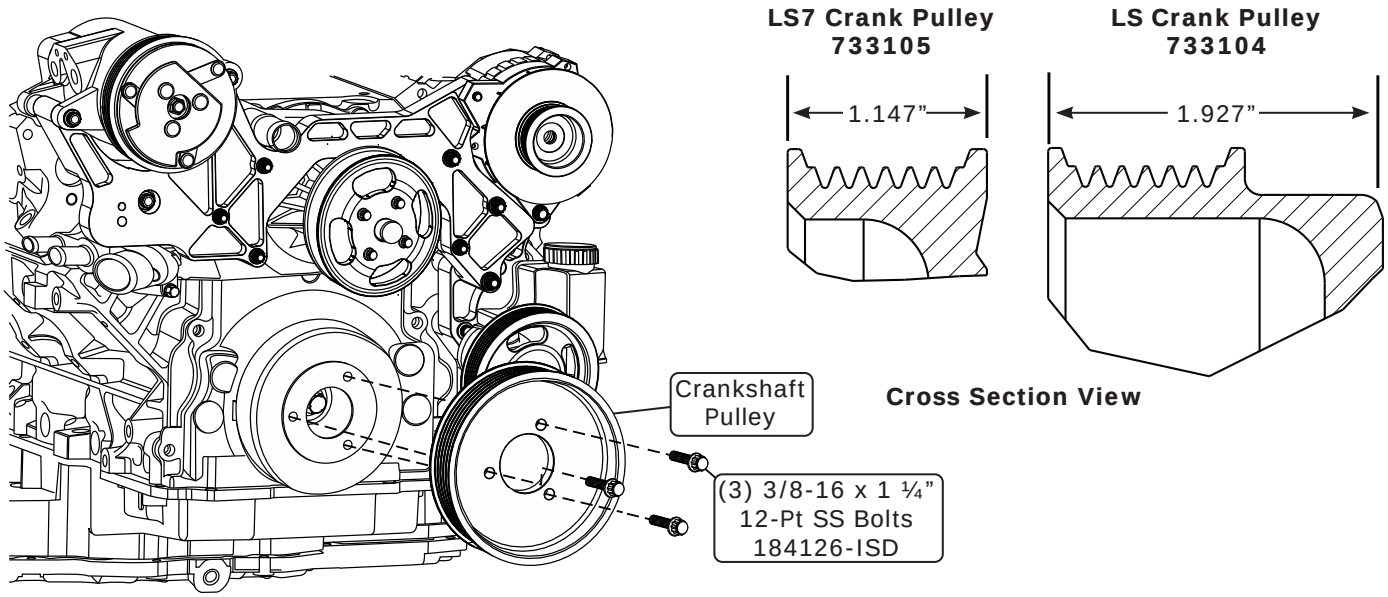

Figure 10
1. Install the crankshaft pulley onto the damper using (3) 3/8-16 x 1 ¼” bolts as shown in Figure 10, below. Torque to 25 lb ft.